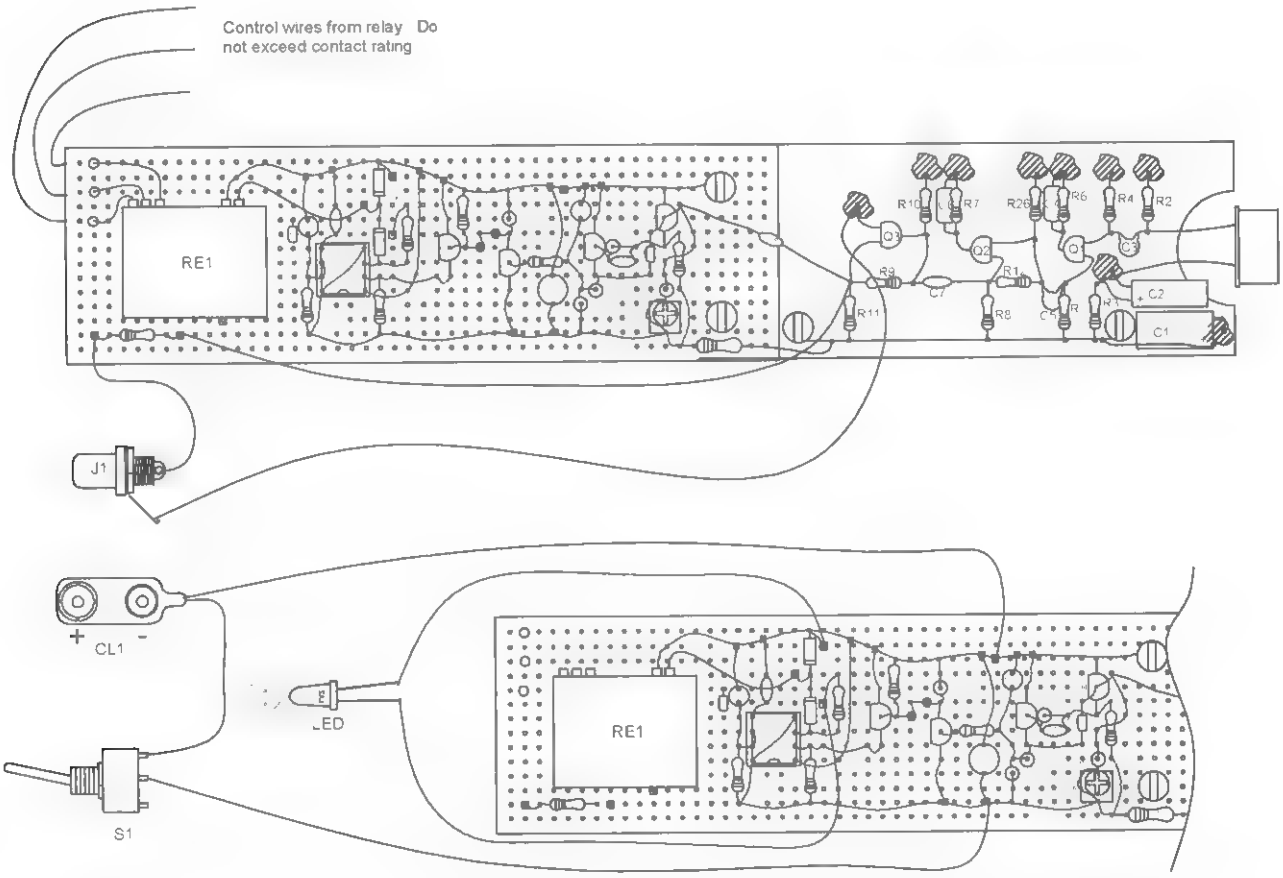

Figure 2-6 *Connection of board to chassis*
6. Figure 2-6 shows the connection of the copper chassis and the perforated assembly board via the two screws and nuts. Attach and connect the external leads and components as shown.
1. It is assumed at this point that the assembly is complete, as shown in Figure 2-6. Verify the circuit and preset the R15 trimpot to midrange. This test is performed *without* the circuitry installed and without a lens. You should temporarily replace C14 with a .1-microfarad value.